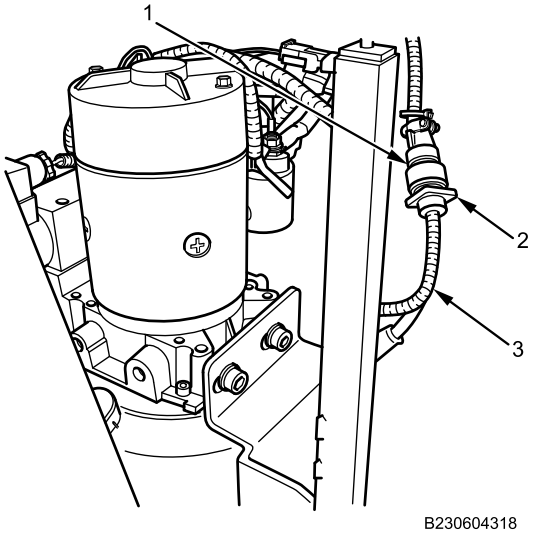

Figure 3. Rear Door/Ramp Hydraulic System Harness Connector.
5. Disconnect rear door/ramp hydraulic system harness connector (Figure 3, Item 2) from rear door/ramp control harness connector (Figure 3, Item 1).